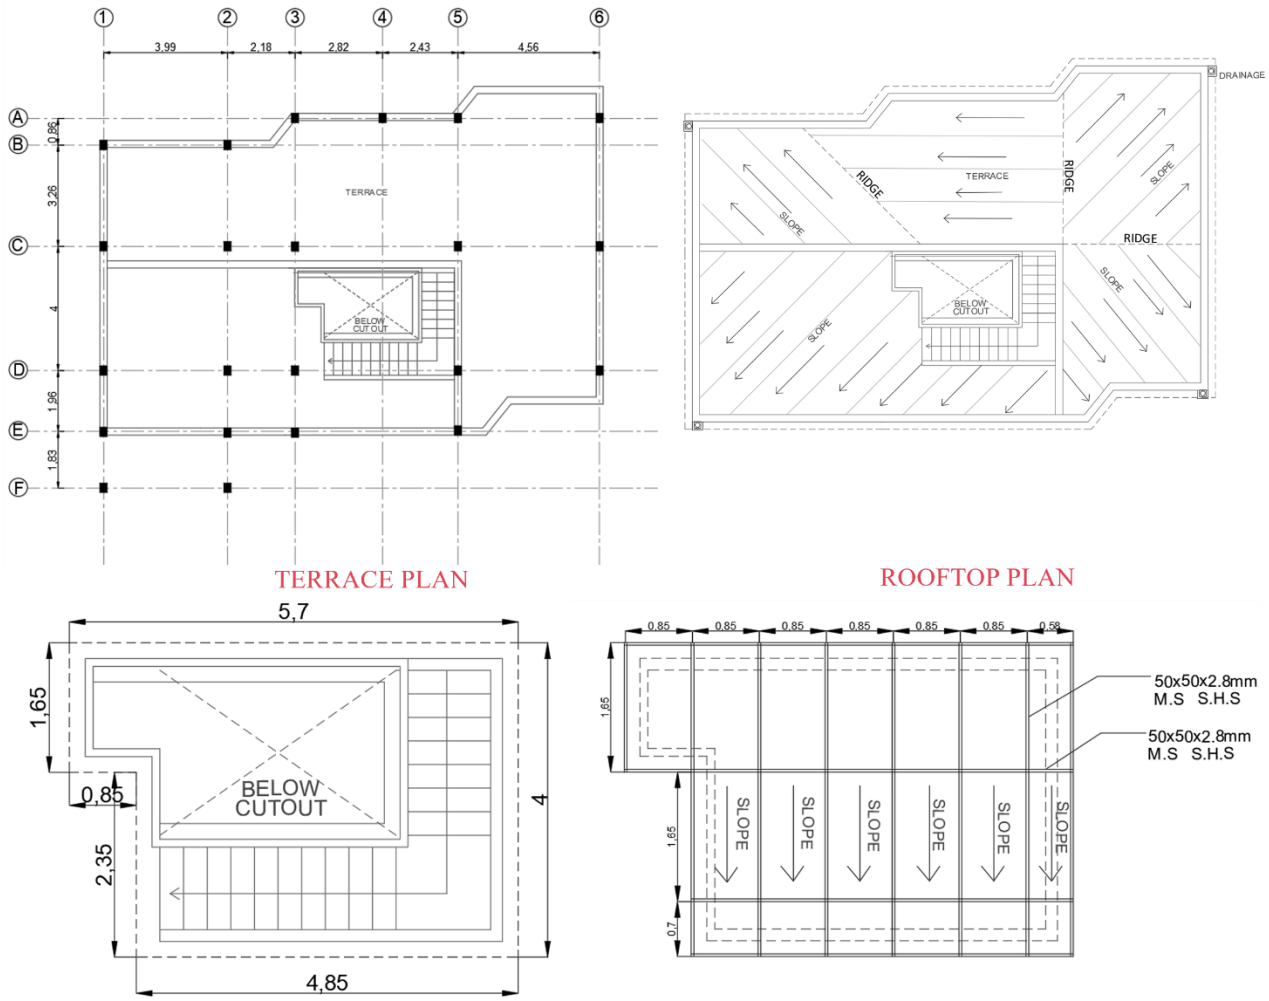

figure 36 : PLAN SHOWING STAIRCASE IN SKYLIGHTPLAN SHOWING SUPPORT FRAME FOR SKYLIGHT
- The terrace is an active community area since it is paved with solar PV panels raised on trusses and has terrace gardening spaces. *figure 36 :*